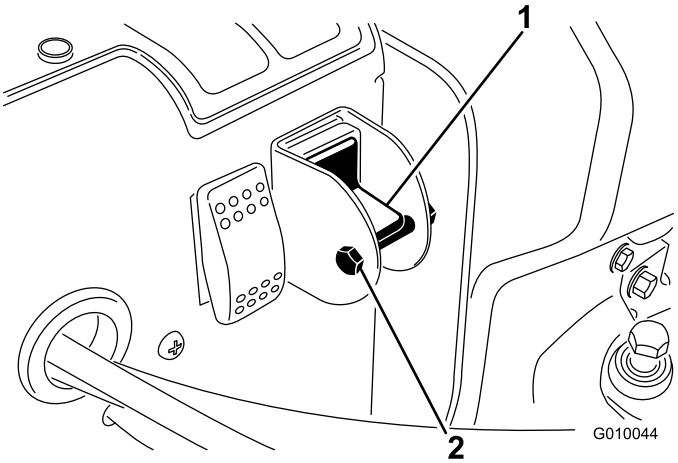

Figur 29
3. Lossa låsbulten och muttern från väljarreglaget (Figur 29).